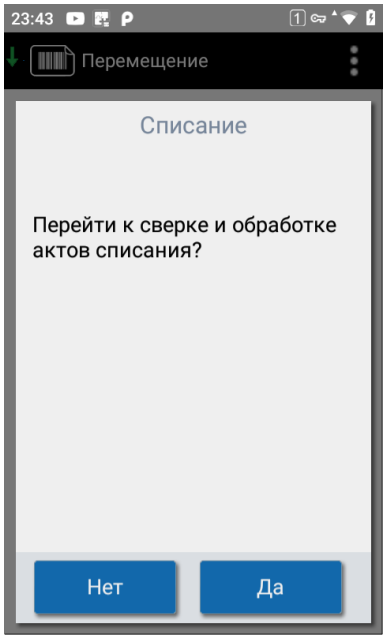

Рисунок 58. Вопрос о сверке актов списания
1. Нажмите «Перемещение» → «Ремонт/Списание». Если у пользователя есть право «Сверка и обработка актов списания», ТСД спросит «Перейти к сверке и обработке актов списания?» (см. Рисунок 58); для передачи ответьте «Нет».